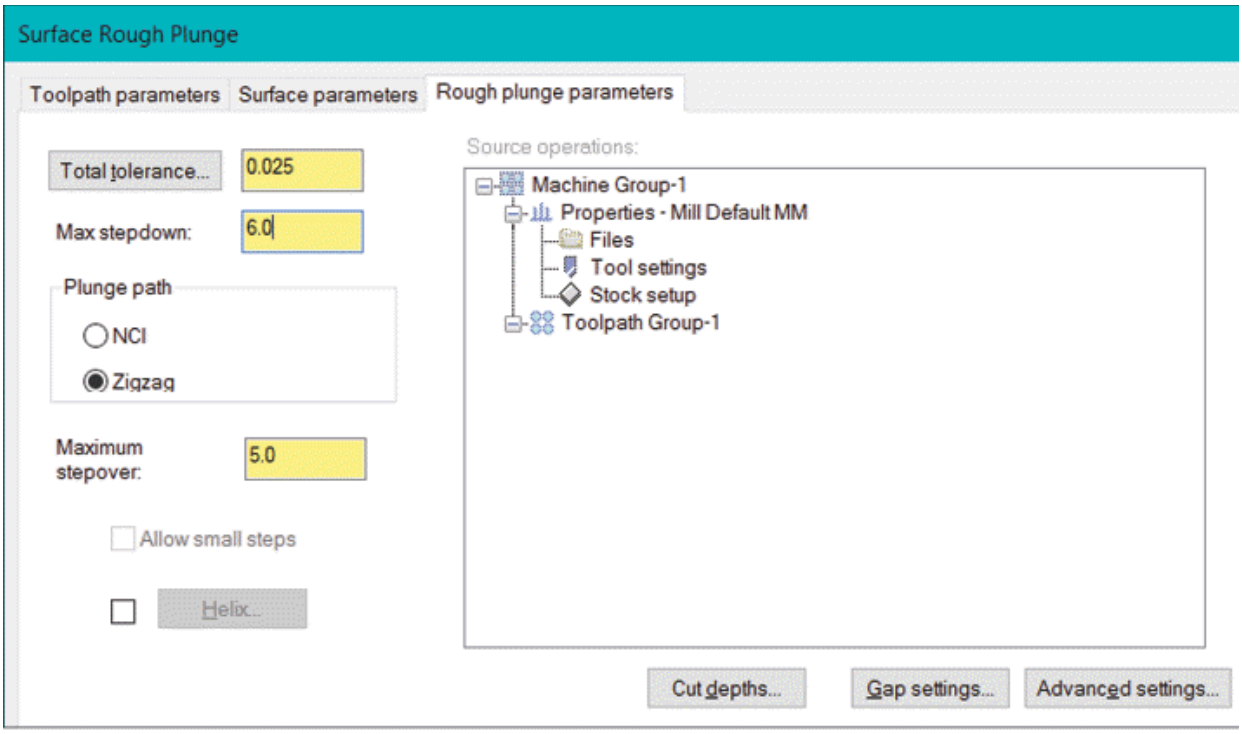

Figure-30. Rough plunge parameters tab
- Specify the **Max stepdown** and **Maximum stepover** values in **Rough plunge parameters** tab carefully as per the tool selected; refer to Figure-30. A higher Max stepdown can increase load on tool and a higher step-over can leave the material unmachined giving you many holes as output.